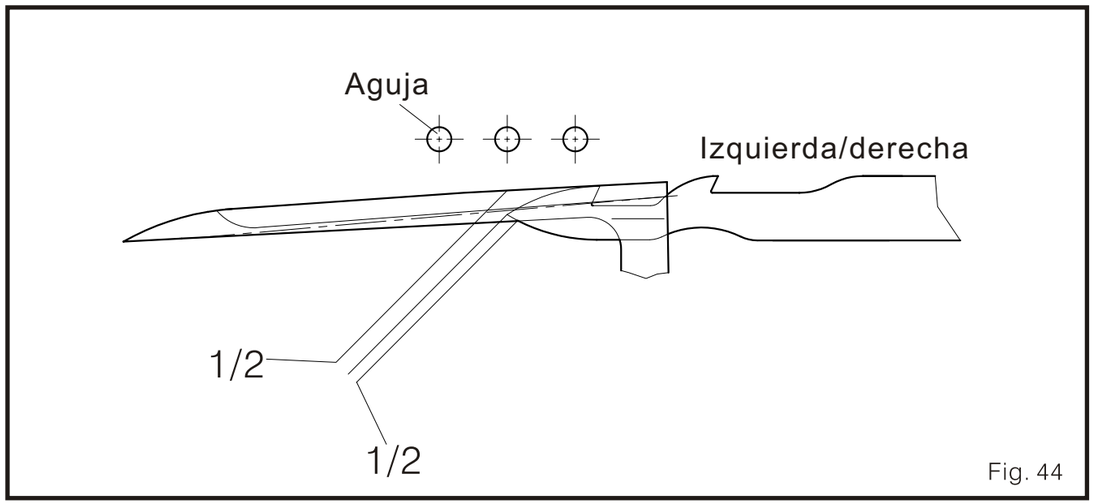

Fig. 44
(1) Cuando la aguja este en el punto mas alto. Y también el bucleador este en el punto muerto izquierdo, la posición frontal/posterior de la cuchilla inferior es aproximadamente ½ del grosor del bucleador (Fig.44)